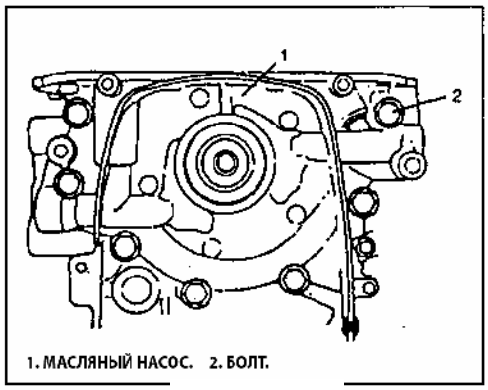

Рис. 146
6) Снимите масляный насос (Рис. 146).